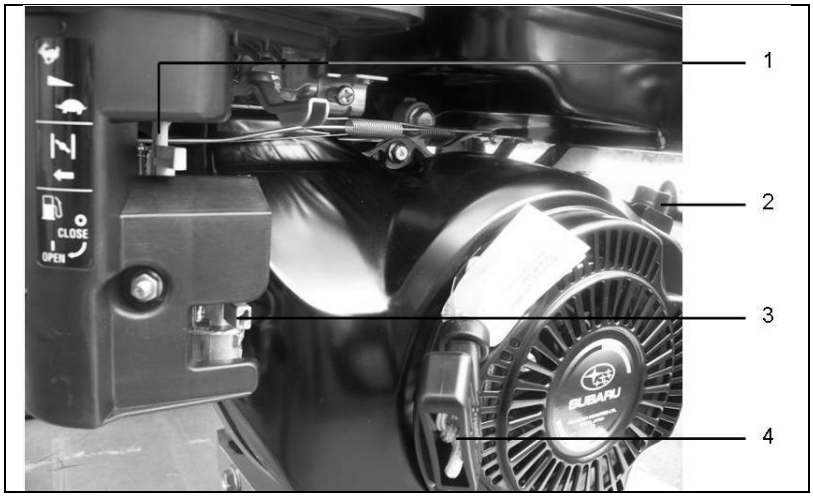

Rys. 4-1: Uruchamianie silnika
1. Ustawić zawór paliwa *(Rys. 4-1-(3))* w położeniu otwarcia „OPEN”.
2. Ustawić ssanie*(Rys. 4-1-(1))* w lewym położeniu, zgodnie ze strzałką.
3. Ustawić przełącznik ON-OFF*(Rys. 4-1-(2))* w prawym położeniu włączenia „ON“.
4. Uruchomić silnik przez silne pociągnięcie linki rozruchowej *(Rys. 4-1-(4))*.
5. Następnie ustawić ssanie*(Rys. 4-1-(1))* w prawym położeniu, przeciwnie do wskazania strzałki.
3. Ustawić przełącznik ON-OFF *(Rys. 4-1-(2))* w lewym położeniu wyłączenia „OFF“.